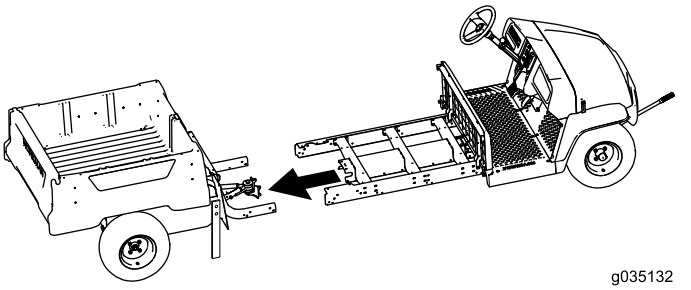

Figura 75
7. Fatevi aiutare da un assistente per unire tra loro le sezioni anteriore e posteriore della macchina (Figura 75).